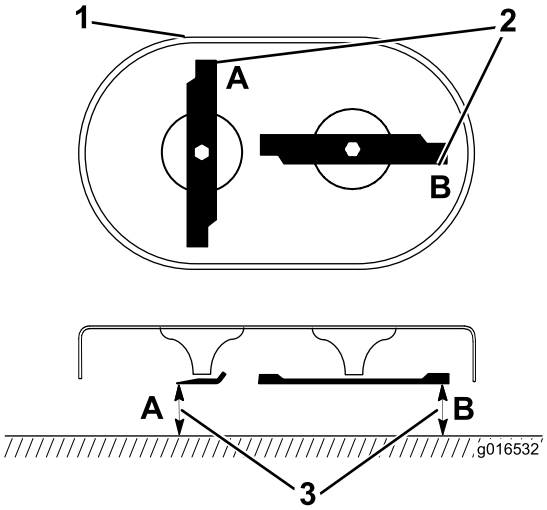

Figur 37
1. Roter knivene til de er plassert som vist i Figur 37.
2. Mål fra en jevn overflate til klippekanten ved punktene **A** og **B**, (Figur 37), og noter begge målene.